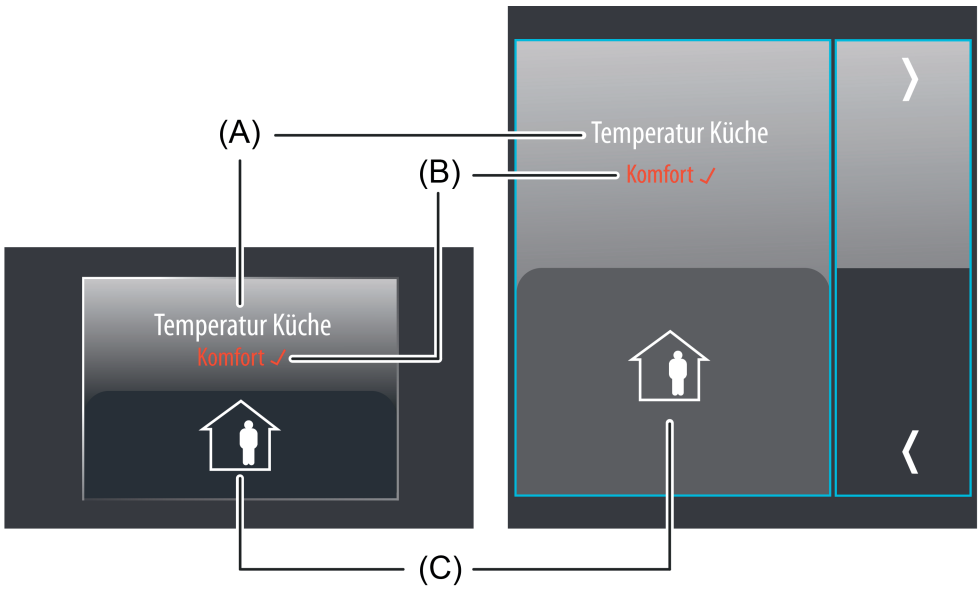

Bild 38: Beispiel für Bedien- und Anzeigeelement der Funktion "Betriebsmodusumschaltung 4 x 1 Bit"
Der Anzeigebereich enthält verschiedene Darstellungselemente (Bild 38), die durch Parameter beeinflusst werden. Jeder KNX Funktion kann in der Konfigurationssoftware eine Bezeichnung vergeben werden (A). Diese Text-Bezeichnung wird im Anzeigeelement zentriert zur Anzeige